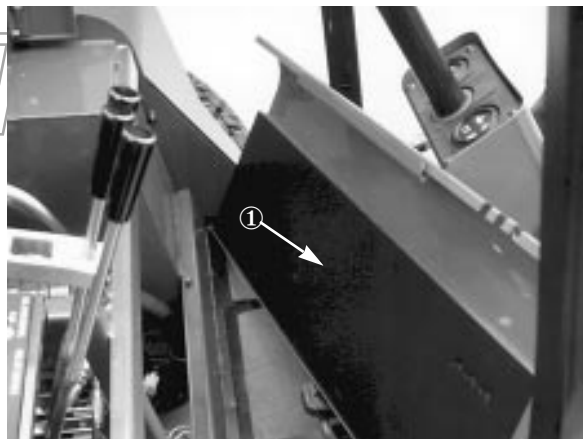

Fig. 17
3. Løft og ta av frontpanelet (fig. 17).